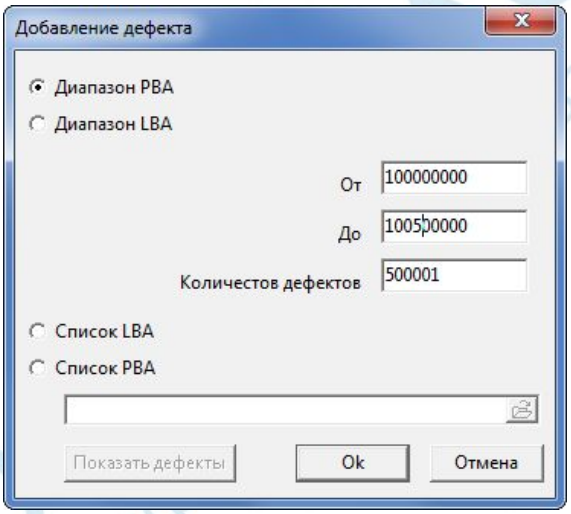

***Рис. 4.23.***
- ***Добавить (Ins)***. Здесь можно добавить диапазон секторов в формате PBA или LBA, а также ранее сохраненный список LBA или PBA дефектов в формате GList(*.lba) или PList(*.chs) соответственно (Рис. 4.23). При выборе списка становится доступной кнопка «Показать дефекты», при нажатии на которую откроется окно редактора дефектов, в котором список можно просматривать или редактировать.